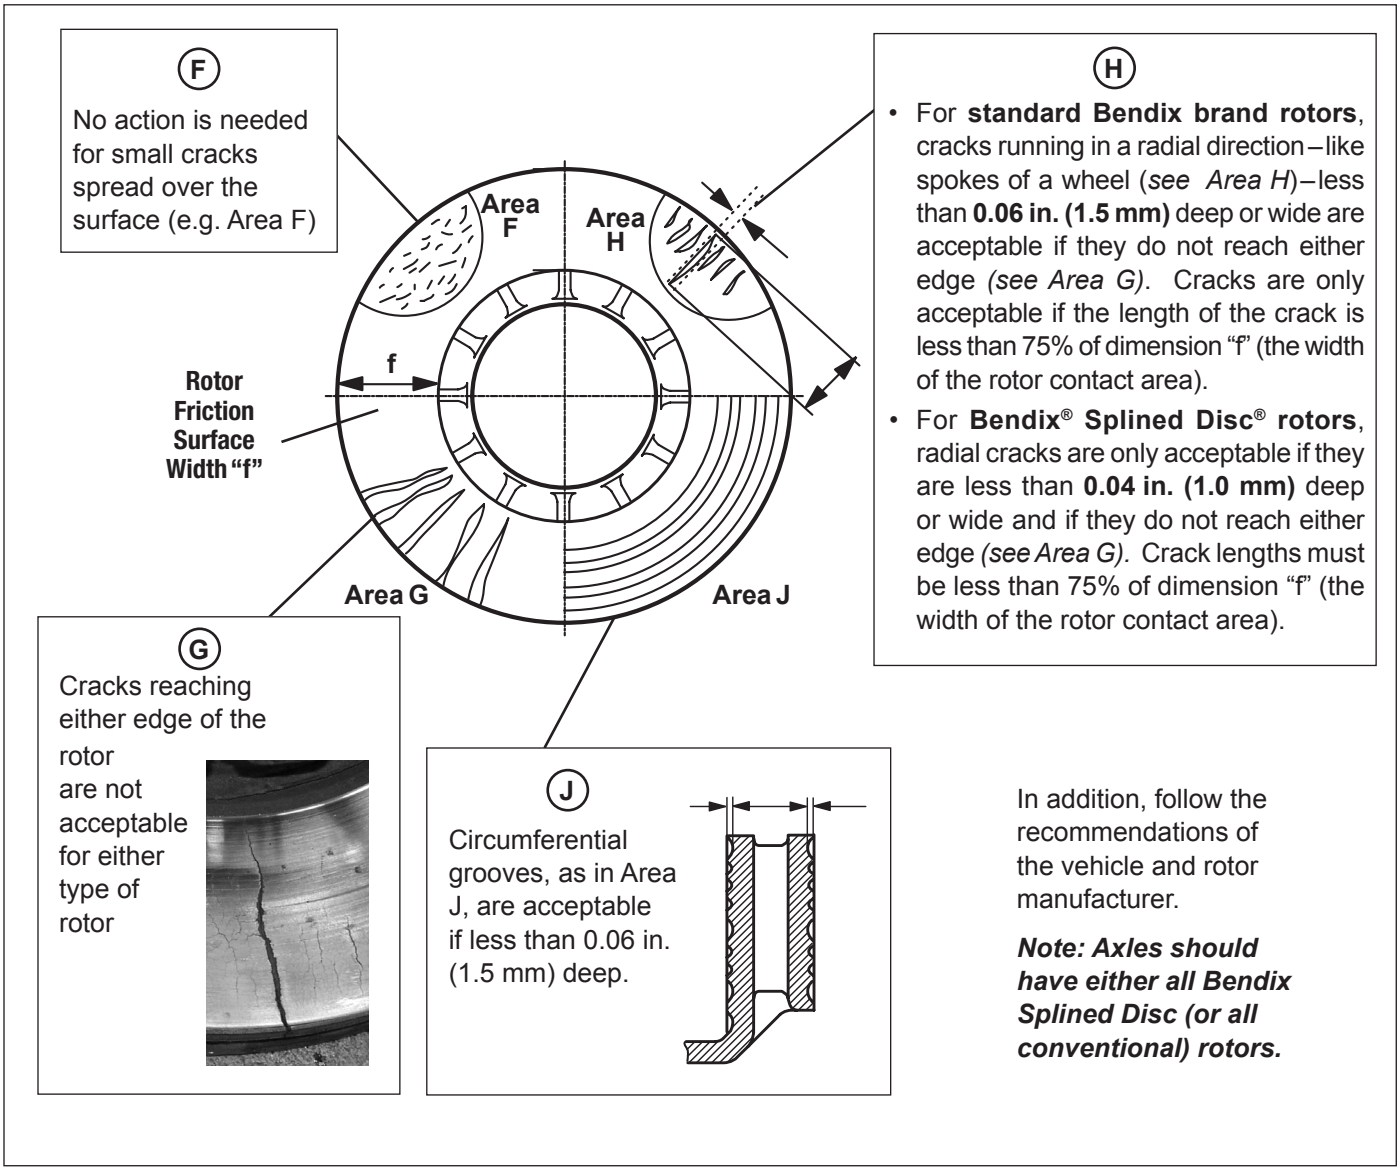

Figure 25 – Examples of Acceptable and Non-acceptable Rotor Conditions
4.4.2 Inspect the rotor surface. *See Figure 25.* The type of rotor, and also the size, depth and direction of the imperfections, must all be considered.